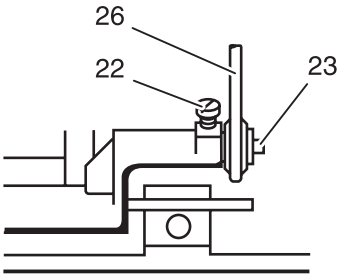

Fig. 4
- Fit pin 23 without any play and tighten screw 22 (fig. 4).